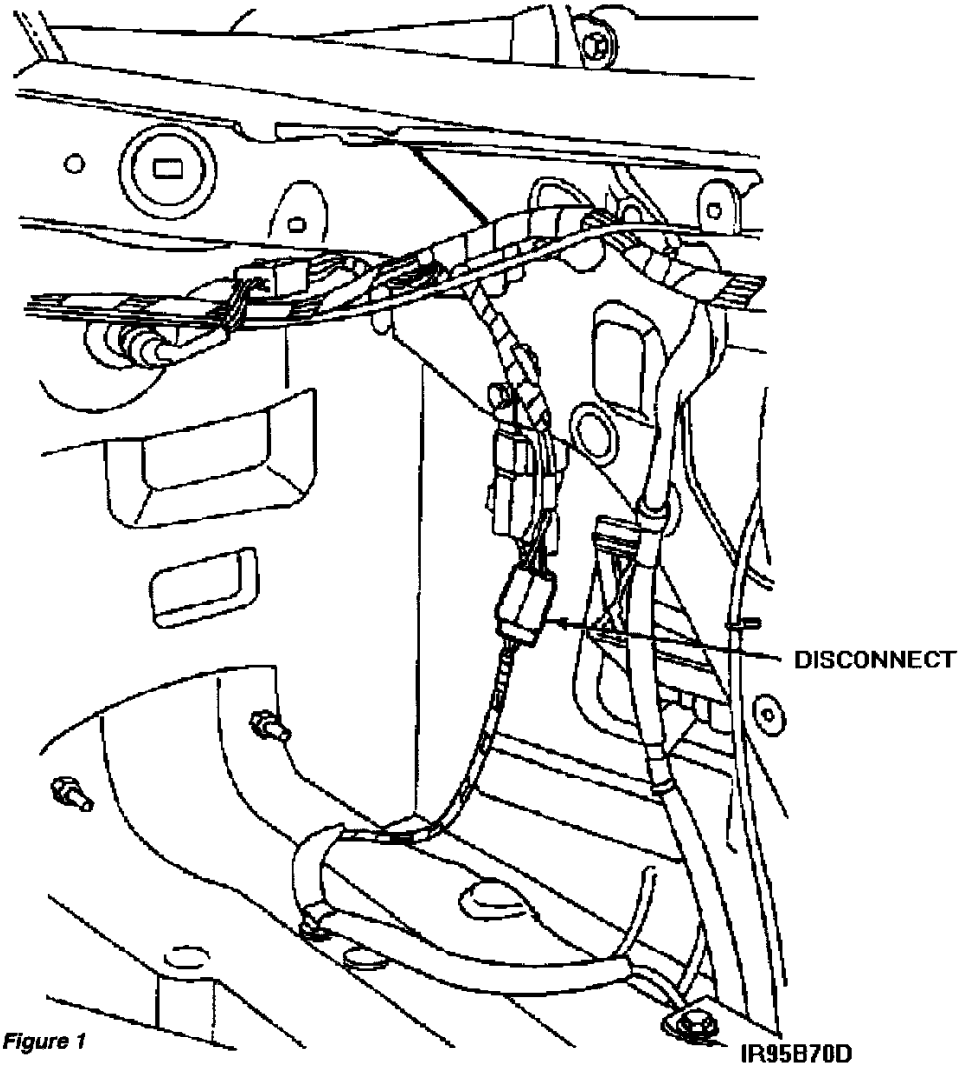

Figure 1
12. Disconnect fuel pump electrical connector. See Figure 1.